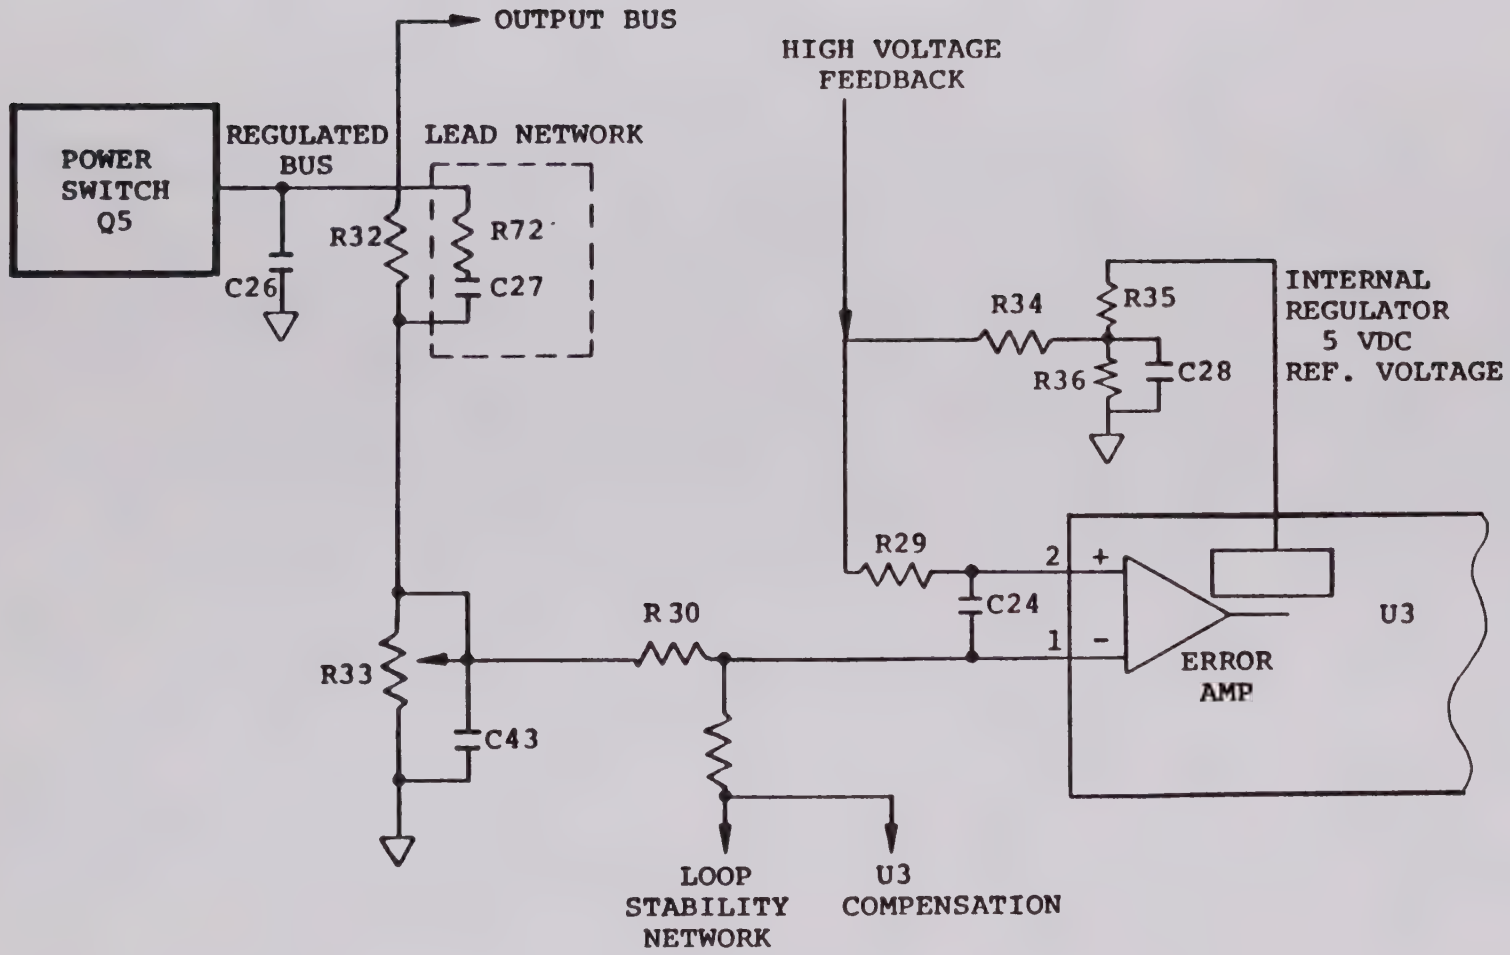

FIGURE 4-11 SIMPLIFIED SCHEMATIC-OUTPUT BUS VOLTAGE REGULATION CIRCUIT
a. Output Voltage Sensing. As mentioned earlier, U3 includes an error amplifier that is used to monitor the bus voltage established by Q5. Figure 4-11 shows a simplified schematic of the Voltage Regulator circuits. The error amplifier reference voltage is established with resistors R35 and R36 to approximately +3.3 VDC which is applied to the non-inverting input (U3-2) of the error amplifier. The bus voltage is sampled and divided down with resistor string R72 and R33. R33 allows adjustment of the output bus voltage. The sample voltage is applied to the inverting input of the error amplifier via R30. R33 is adjusted to balance the two inputs at the desired output bus voltage. As noted earlier, when the error amplifier output goes high, the pulse width of the drive to the power switch gets longer and when the output goes low the pulse width gets shorter. Therefore, when the sense voltage on R33 goes high, this effect is inverted and the pulse width gets smaller which reduces the bus voltage until the error amplifier inputs balance. Similarly, a decrease in the voltage on R33 results in larger pulse widths until balance is achieved.